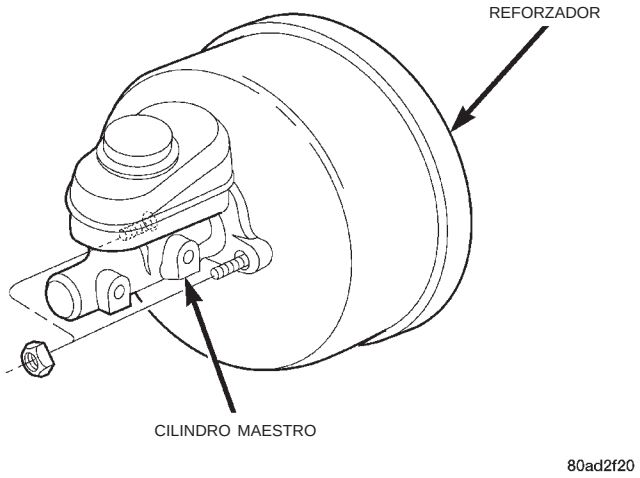

Fig. 21 Cilindro maestro
(5) Retire las tuercas de instalación del cilindro maestro (Fig. 21).
(6) Retire el cilindro maestro.
(7) Retire la cubierta del cilindro y drene el líquido.
(8) Si el depósito del cilindro maestro requiere servicio, consulte el procedimiento de reemplazo en esta sección.